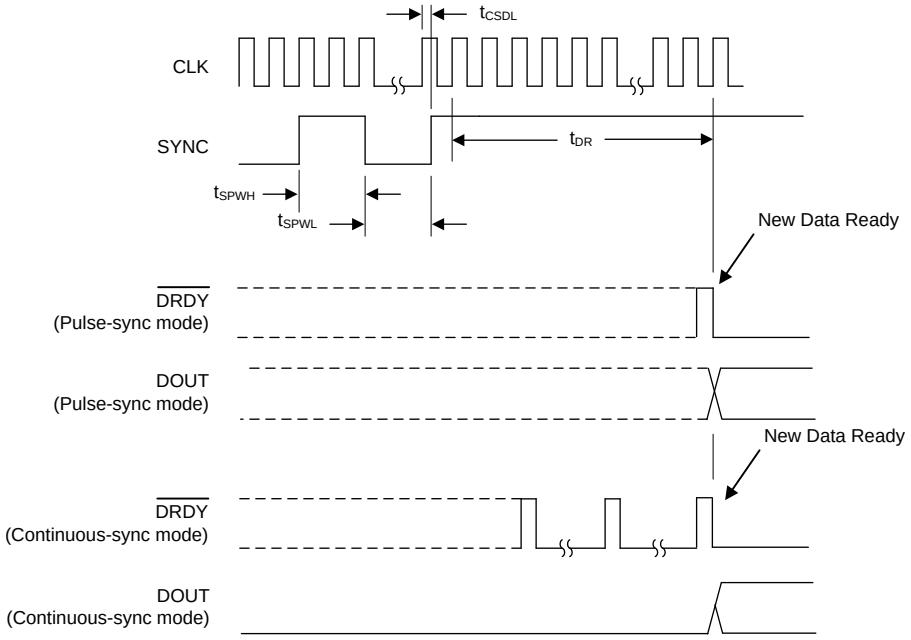
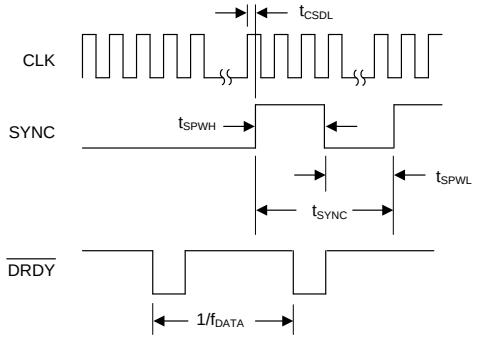

Figure 45. Pulse-Sync and Continuous-Sync Timing With Single Synchronization
Figure 46. Continuous-Sync Timing With SYNC Clock
In pulse-sync mode, when a synchronization occurs (by pin or command), the ADS1283 unconditionally stops and restarts the conversion process. When the ADC synchronizes, the device resets the internal filter memory, $\overline{\text{DRDY}}$ goes high, and after the digital filter has settled, new conversion data are available as shown in Figure 45 and Table 12.
Table 12. Pulse-Sync Timing for Figure 45 and Figure 46
(1) CLK rising edge to SYNC rising edge timing must not occur within the specified time window.
(2) Continuous-sync mode; a free-running clock applied to the SYNC input without causing resynchronization. See Figure 46
Observe the timing restriction of SYNC rising edge to CLK rising edge as shown in Figure 45 and Table 12. Synchronization occurs on the next rising CLK edge after the rising edge of the SYNC, or after the eighth rising SCLK edge when synchronized by command. To synchronize multiple ADCs, broadcast the command to the ADCs simultaneously.
In continuous-sync mode, either a single synchronization pulse or a continuous clock may be applied. When a single synchronization pulse is applied (rising edge), the device resynchronizes as it does in pulse-sync mode. ADC resynchronization occurs only under the condition that the time from the previous rising edge of SYNC is not a multiple of the conversion period. When resynchronization occurs in continuous-sync mode, $\overline{DRDY}$ continues to toggle unaffected, and the DOUT output is held low until data are ready (63 $\overline{DRDY}$ periods later). At the 63rd reading, conversion data are valid (when the conversion data are non-zero), as shown in Figure 45.
If a SYNC clock is applied to the ADC, the device resynchronizes only under the condition $t_{SYNC} \neq N / f_{DATA}$, where N = 1, 2, 3, and so on. $\overline{DRDY}$ continues to output, but DOUT is held low until the new data are ready. If a SYNC clock is applied and the clock period matches an integral multiple of the output data rate, the device freely runs without resynchronization. Note that the phase of the applied clock and output data rate ($\overline{DRDY}$) are not aligned because of the initial delay of $\overline{DRDY}$ after the SYNC clock is first applied. Figure 46 shows the timing for continuous-sync mode.